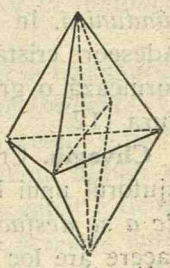

Fig. 110. Piramida clinorombică.
2. **Piramida clinorombică** fig. 110 se obține modificând prin câte o față muchiile bazice. In realitate e o formă compusă din două jumătăți de piramidă, corespunzătoare la cele două feluri de muchii ale bazelor..